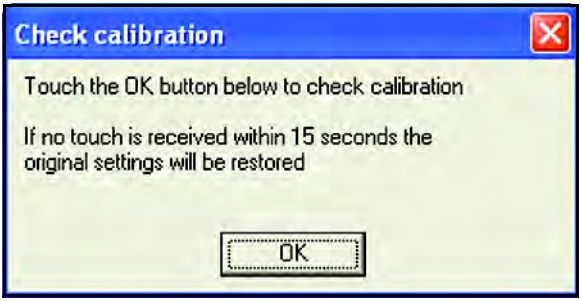

Рис. 126: Экран подтверждения калибровки
3. Пройдите по всем пунктам, прикасаясь к концу каждой стрелки или центру перекрестия по мере их появления. Старайтесь избегать смещения. По окончании откроется окно, показанное на *Рис. 126* ниже. Прикоснитесь к OK для подтверждения калибровки.